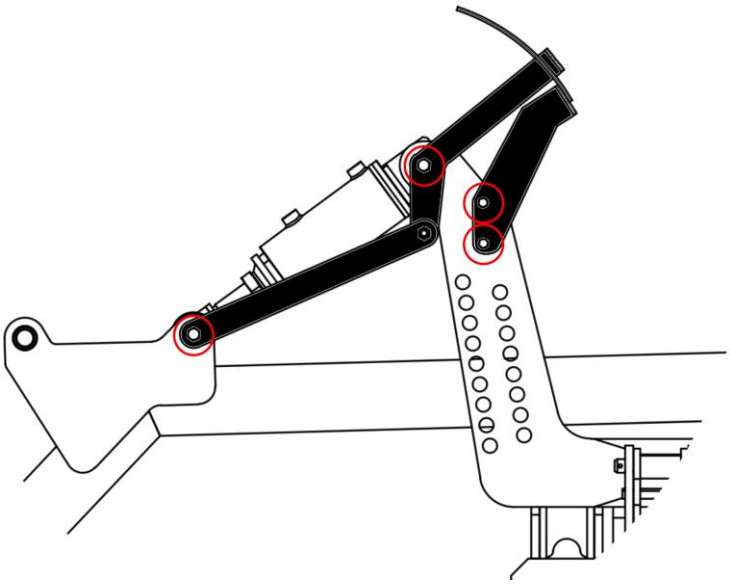

*Rysunek 35 Wskaźnik głębokości pracy brony talerzowej GAL-C (1 – wskaźnik, 2 – skala, 3 – ramię wskaźnika, 4 - siłownik)*
**Głębokość robocza brony talerzowej GAL-E** ustalana jest położeniem wału, którego ramiona blokowane są w uchwytach sworzniami (rys. 35 poz. 2). Wstępnie należy wał ustawić powyżej dolnej krawędzi talerzy na wysokości odpowiadającej w przybliżeniu zakładanej głębokości roboczej, a w pracy po uwzględnieniu zagłębienia wału należy ustawienie skorygować. Do zmiany położenia wału służy układ hydraulicznego podnoszenia (rys. 36). W celu podniesienia wału należy wsunąć tłoczysko siłownika (rys. 36 poz. 3), a gdy jest potrzeba obniżenia wału należy tłoczysko wysunąć. Wszelkim ruchom wału podczas pracy zapobiegają sworznie w drabinkach (rys. 35 poz. 2).